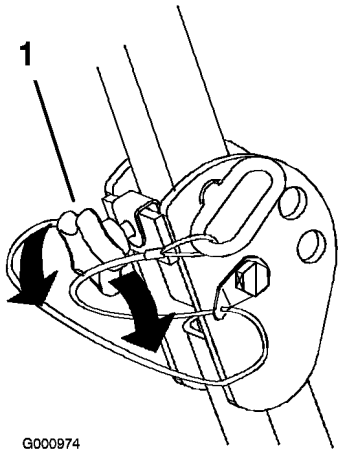

Figur 8
1. Fäll ner störtbågen genom att lossa de främre rattarna (Figur 8).
Viktigt: Dra åt de främre rattarna mot centrum av störtbågens ändar (Figur 8).